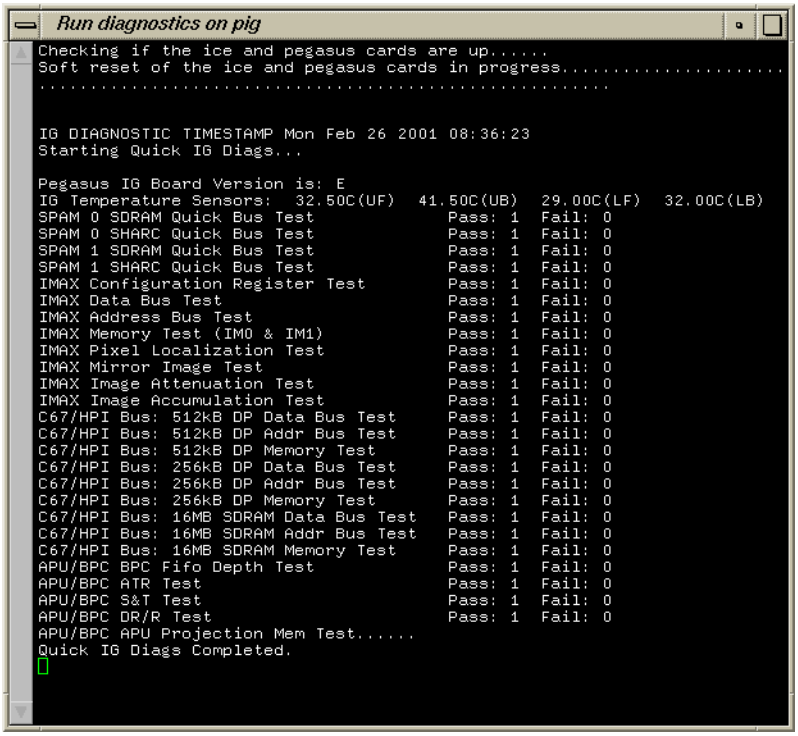

Figure 5-154 Quick Diags Screen
5.) Select RUN DIAG. A shell window will open and the results of each test is displayed on-screen. See Figure 5-154 and Figure 5-155. When testing has completed, close the shell window before attempting to run any other tests.